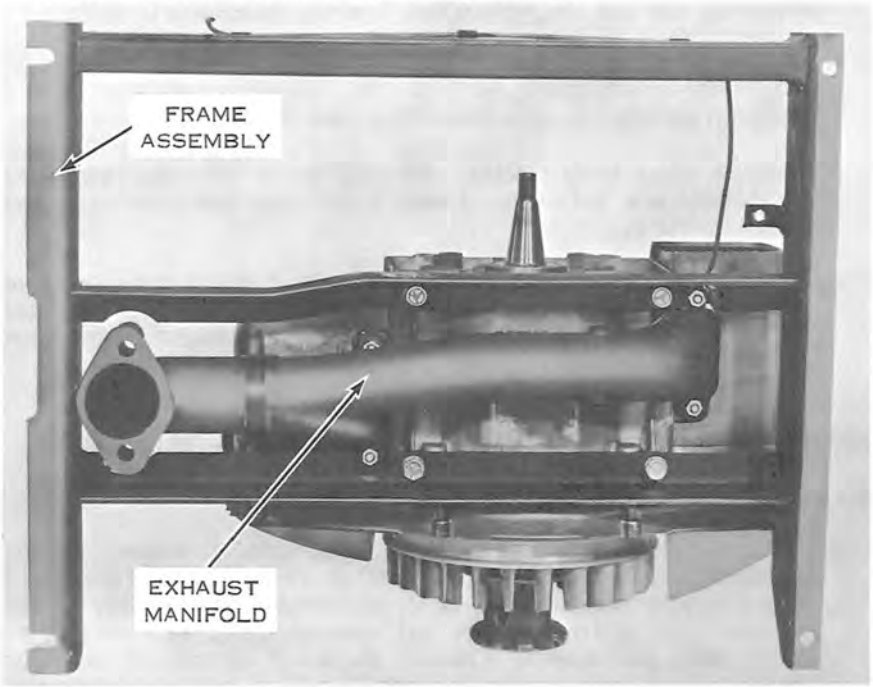

Figure 8-2
a. Remove cylinder and crankcase group from engine frame assembly (see Figure 8-2).
c. Remove exhaust manifold (see Figure 8-2).